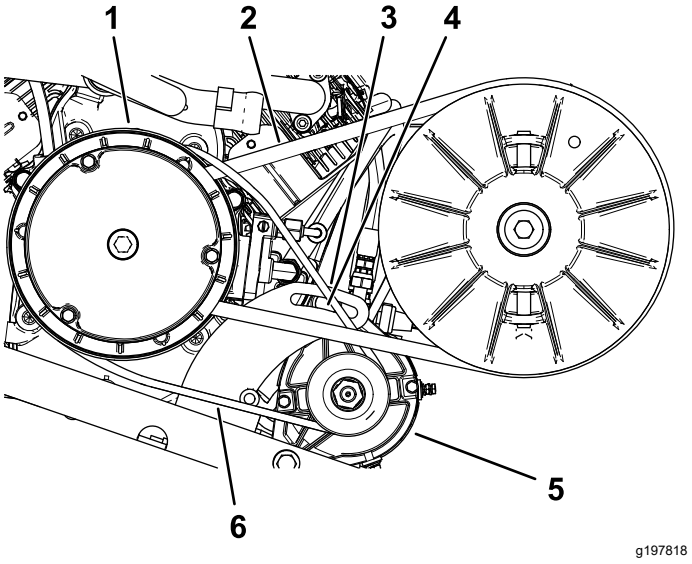

Figuur 71
2. Draai de ankerbout van de dynamo van de starter los (Figuur 71).
4. Duw het breekijzer naar beneden om de starter omlaag in de sleuf te draaien tot de riem niet meer dan 6 mm doorbuigt als u een kracht van 44 N·m uitoefent (Figuur 71).
5. Draai de kantelmoer met de hand vast en verwijder het breekijzer (Figuur 71).